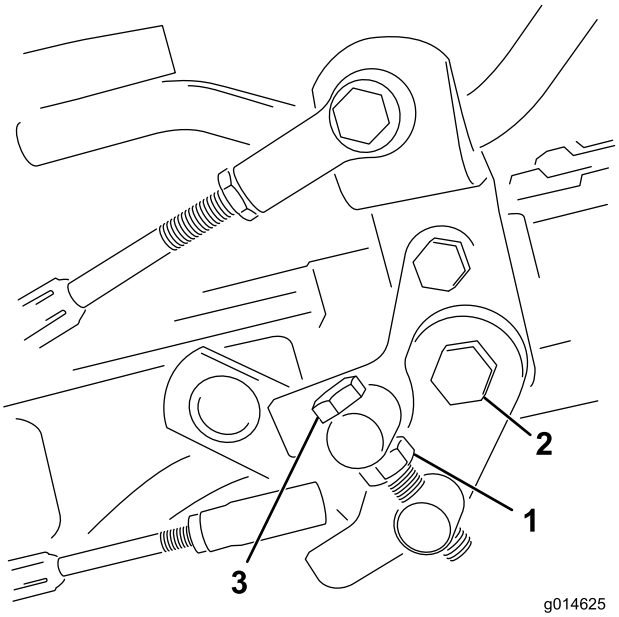

Figur 49
1. Løsne låsemutteren på vuggetappbolten (Figur 49).
4. Stram låsemutteren på vuggetappbolten og mutteren på pedaltappen for å låse justeringen (Figur 49). Sjekk justeringen, og juster etter behov.